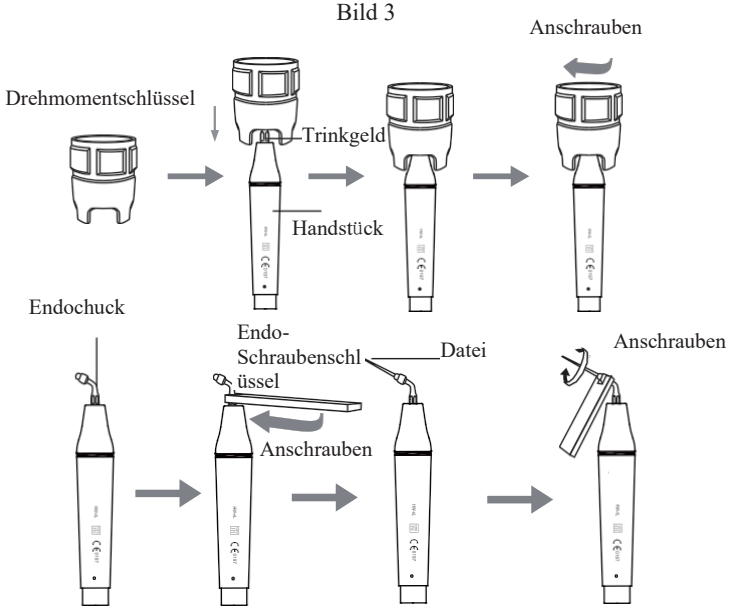

Bild 4
2.1.5 Wählen Sie die Skalierungsspitze entsprechend der Anforderung und befestigen Sie die Skalierungsspitze mit dem Schraubenschlüssel. (siehe Bild 4)
Die Spitze ist aufgrund von Vibrationen locker.	Schrauben Sie die Spitze fest an (siehe Abbildung 4).